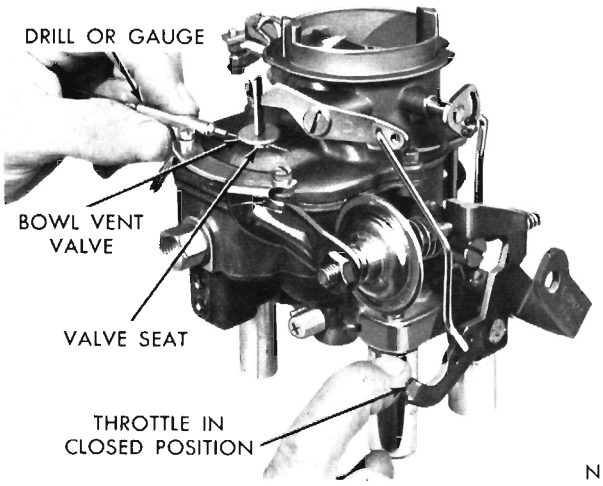

Fig. 13—Checking Bowl Vent Opening
(1) Back off idle speed adjusting screw. Open choke valve so that fast idle cam allows throttle valves to be completely seated in bores.
(2) Be sure pump operating rod is in medium stroke hole in throttle lever, and that bowl vent clip on pump stem is in center notch.
(3) Close throttle valves tightly. It should be just possible to insert a 1/16 inch drill between bowl vent and its seat, (Fig. 13).